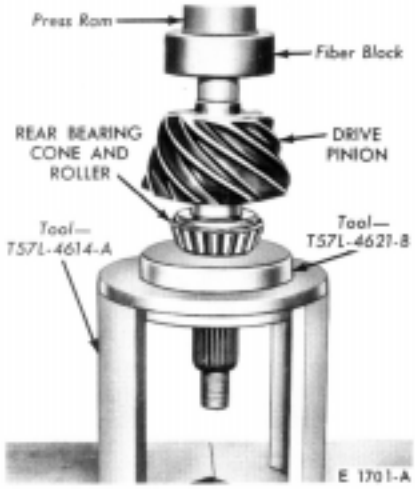
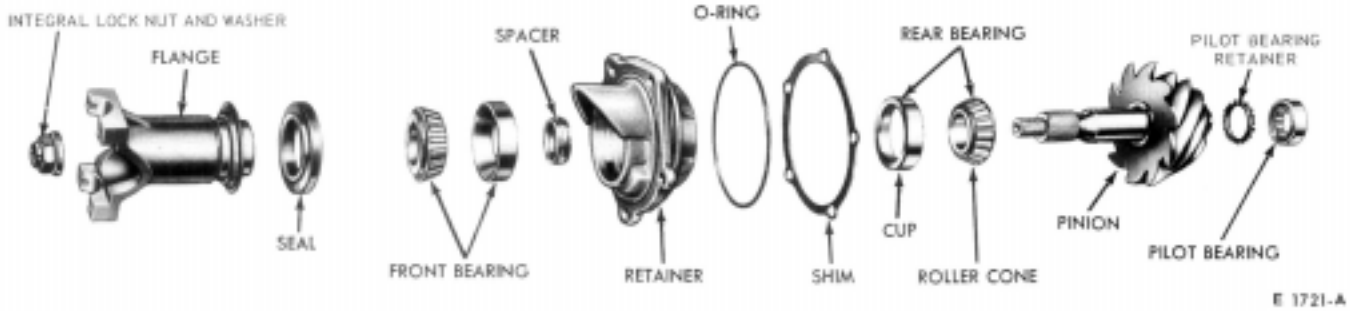

FIG. 28—Installing Pinion Rear Bearing Cone
FIG. 29—Pinion and Bearing Retainer
3. Remove the pinion, bearing, and retainer assembly from the carrier housing (Fig. 28). Measure the shim thickness with a micrometer. Record this original shim thickness. If a new gear set is installed during assembly, a new shim will have to be installed. The original shim thickness is one of the factors necessary in calculating the new shim thickness. **Extreme care**
1. Install the drive pinion rear bearing cone and roller on the pinion shaft (Fig. 28). Place a new spacer on the pinion shaft (Fig. 29).